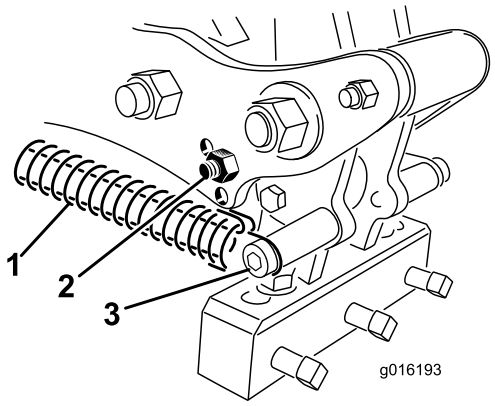

**Figur 36**
3. Frigör fjäderspänningen till luftarpinnshuvudet (Figur 36).
4. Ta bort stötdämparskruven och stötdämparen från länkarmen och sätt i dem i det andra justeringshålet (Figur 36).